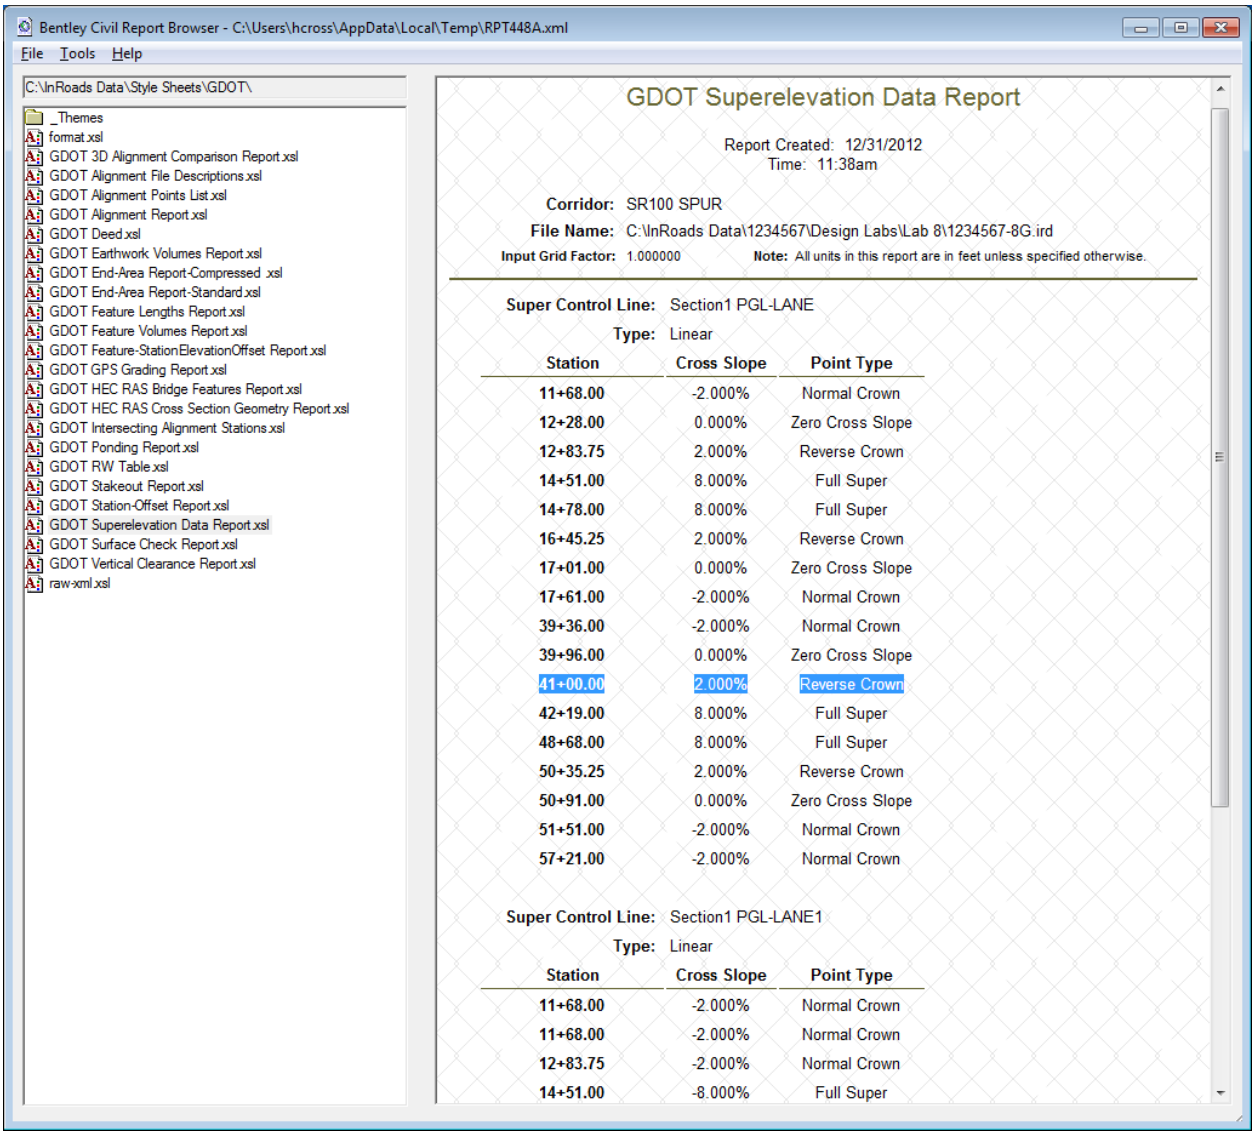

Figure L8-76 Superelevation Data Report
115.	**Create a Superelevation Report and Review your changes.** • Select **Superelevation ► Superelevation Report**. The **Roadway Design Superelevation Report** dialog opens. • Click the **All** button to highlight both **LANE** and **LANE1**. • Click **Apply** and the **Bentley Civil Report Browser** opens. The Name of the Style Sheet is **'GDOT Superelevation Data Report.xsl'**. Click on this Style Sheet Name to select it. • The **GDOT Superelevation Data Report** opens in the **Bentley Civil Report Browser** as shown in *Figure L8-76*. • Review the **GDOT Superelevation Data Report** as partially shown in *Figure L8-76*. • Notice the Reverse Crown at station **41+00.00**. • **Close** the Report when you are through reviewing it by clicking the red (X) in the upper right corner of the Report Browser. • **Close** the **Roadway Design Superelevation Report** dialog.